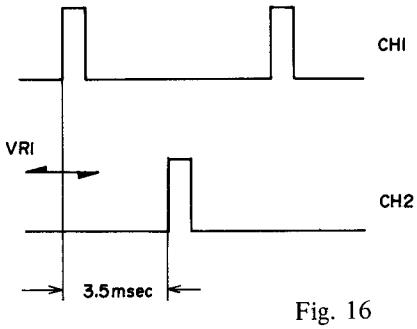
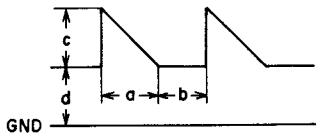

Fig. 16
Fig. 17
d) Connect the oscilloscope's CH-1 to P5-② and CH-2 to P5-③.
f) Adjust the VR2 (20 kB) so that the phase different between CH-1 and CH-2 is 3.5 msec as shown in Fig. 16.
g) Connect the oscilloscope to P5-④.
h) Adjust VR1 (500 kB) and VR2 (20 kB) so that the a=b and c=d as shown in Fig. 17.